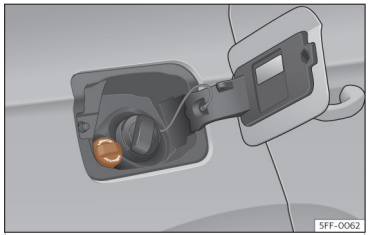

Fig. 196 Tapón de la boca de llenado del depósito de AdBlue.
- Abra la tapa del depósito ››› **fig. 196**.
- Gire el tapón de cierre de la boca de llenado de SCR hacia la izquierda ››› fig. 196.